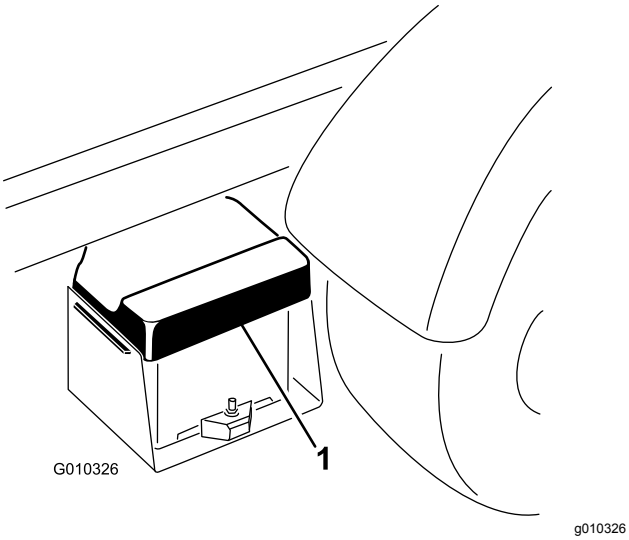

图41
1. 挤压电池盖从电池座中松开凸耳然后从电池座中取出电池盖图41。